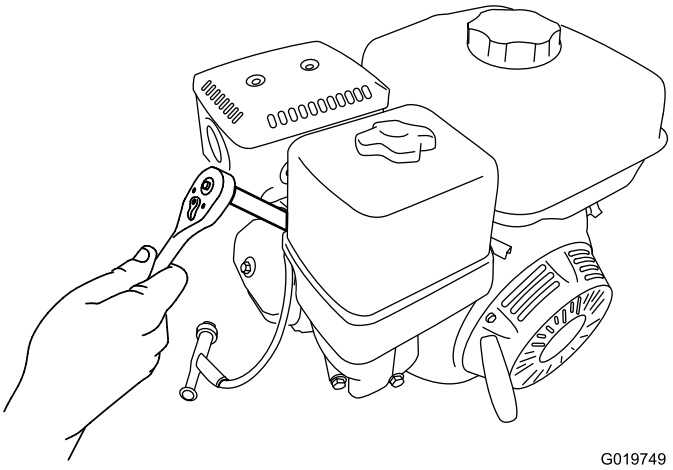

Figure 55
5. Rotate the spark plug counterclockwise using a 13/16 inch (21 mm) spark-plug wrench to remove the plug and the sealing washer (Figure 55).
2. Rotate spark plug clockwise using a 13/16 inch (21 mm) spark-plug wrench until the plug and sealing washer are seated (Figure 55).